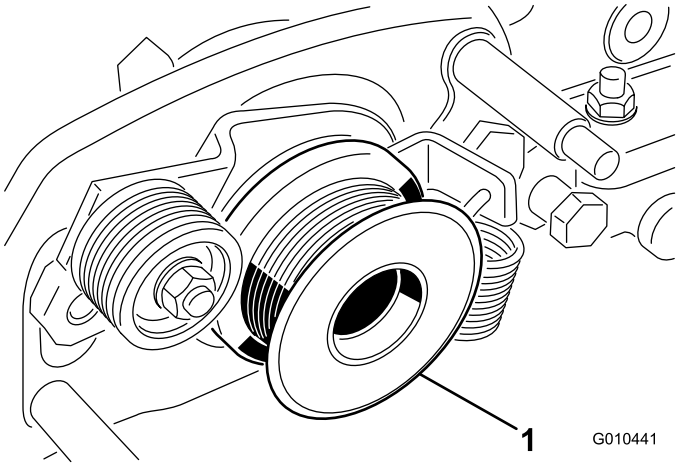

Figur 34
7. Fjern trimmerdrivremskiven fra knivcylinderakslen (Figur 34).